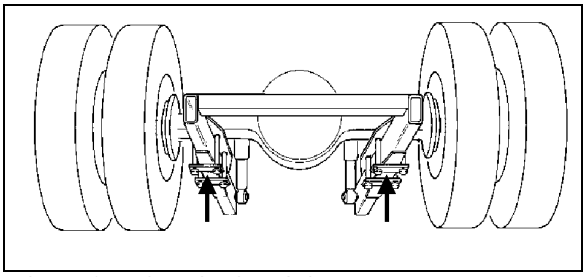

**FIGURE 6: JACKING POINTS ON DRIVE AXLE** H3B762
8. Install jacks under the axle jacking points to support the axle weight (refer to Figure 6).